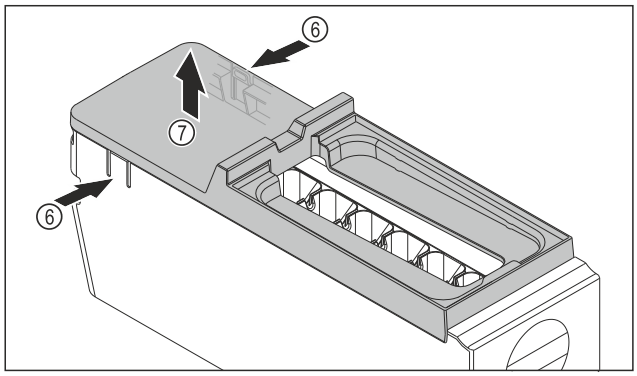

Fig. 145
- ▶ Removing the EasyTwist-Ice body cover: Push the tabs *Fig. 145 (6)* on both sides of the EasyTwist-Ice body with one hand.
- ▶ Use the other hand to remove the cover *Fig. 145 (7)* upwards.